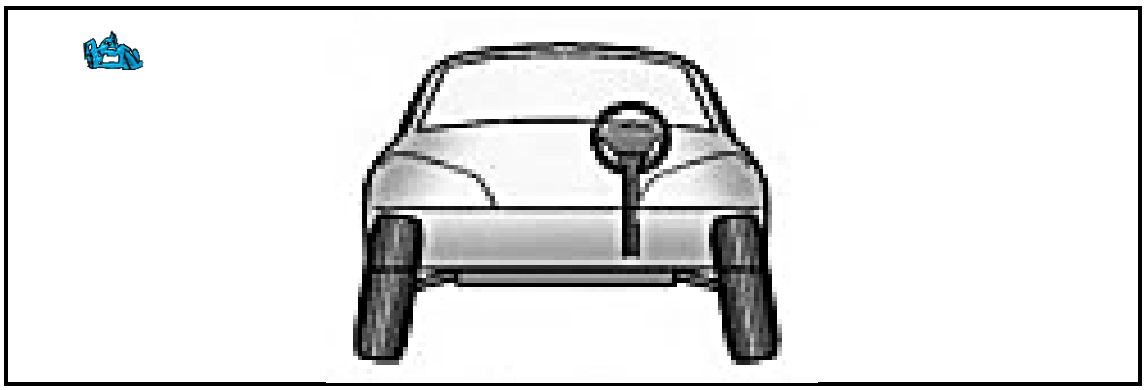

FIGURE 2
3.4 Name the wheel alignment condition of the vehicle in FIGURE 2. (1)